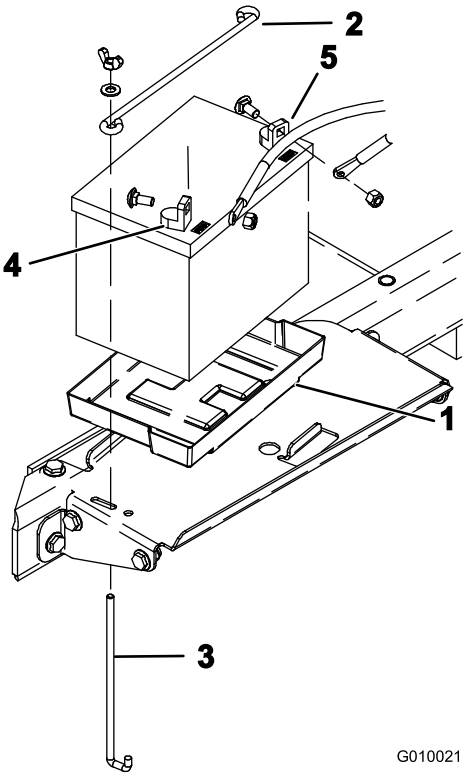

Figur 6
8. Sæt batteriet ind i bakken i batterirummet (Figur 6). Placer batteriet således, at batteripolerne vender udad.
9. Fastgør batteriet til rummets bund med en batteristang, 2 holdestænger, 2 flade skiver og 2 vingemøtrikker (Figur 6).
10. Fastgør først pluskablet (rødt) på batteriets pluspol (+) med en bræddebolt og møtrik (Figur 6), og
dernæst minuskablet (sort) på batteriets minuspol (–) med en bræddebolt og møtrik (Figur 6). Skyd gummikappen ind over pluspolen for at forhindre eventuel kortslutning.